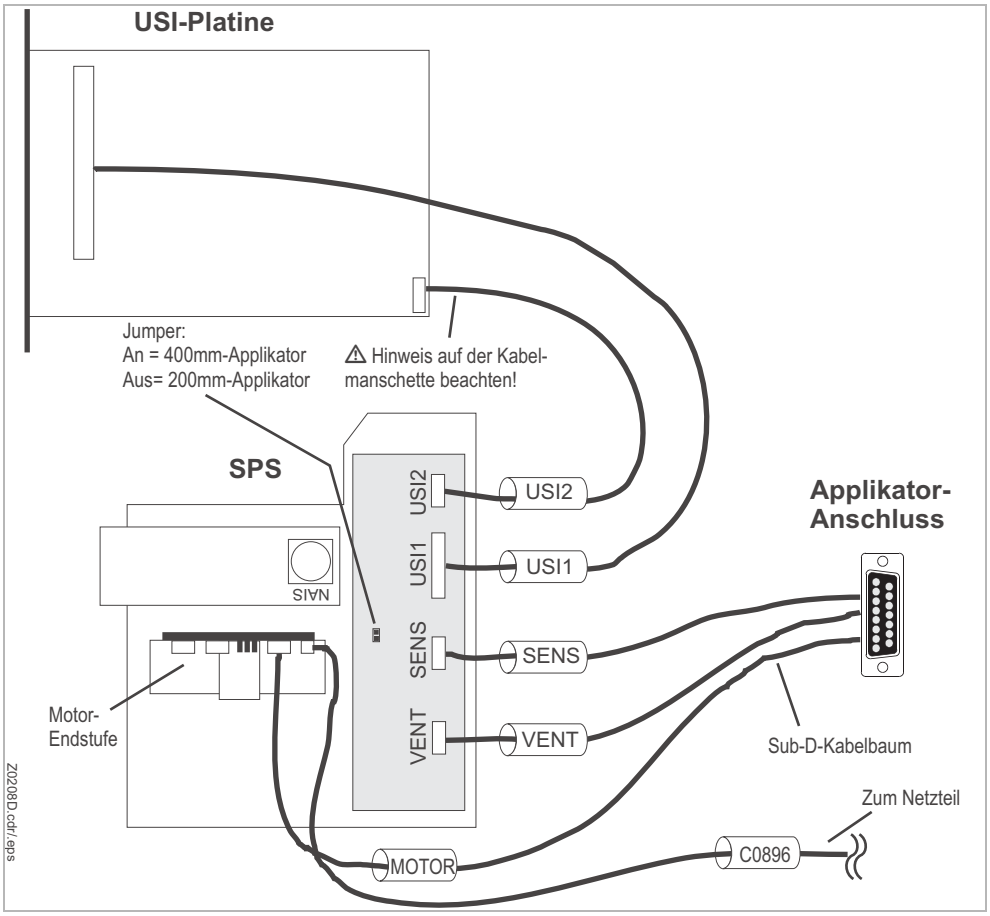

Abb. 2: Korrekter Anschluss der SPS für LTSI in einem 64-xx.
2. Massekabel (2) und Stecker (3) abstecken, um das Netzteil weiter aus dem Gehäuse herausziehen zu können.
3. Netzteil wie abgebildet aus dem Druckergehäuse ziehen (Abb. 2 und 3).
1. Kabel VENT (4) und SENS (5) des Kabelbaums an die gleichnamigen Stecker auf der Platine des SPS-Moduls anschließen (Abb. 2).
1. Kabel VENT (5) und SENS (6) des Kabelbaums an die gleichnamigen Stecker der SPS-Platine anschließen (Abb. 2).
2. Kabel MOTOR (7) des Kabelbaums an die Motorenstufen-Platine anschließen (Abb. 2).